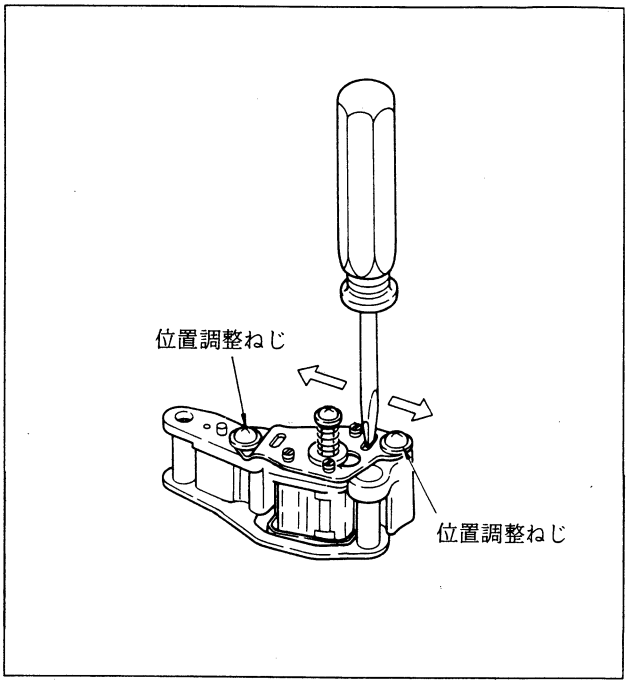

図4-18.
b. ACE組立位置調整ねじ2本をゆるめて，マイナスドライバーなどでACE組立をスライドさせRF出力波形が最大になるように調整する。(図4-18.)